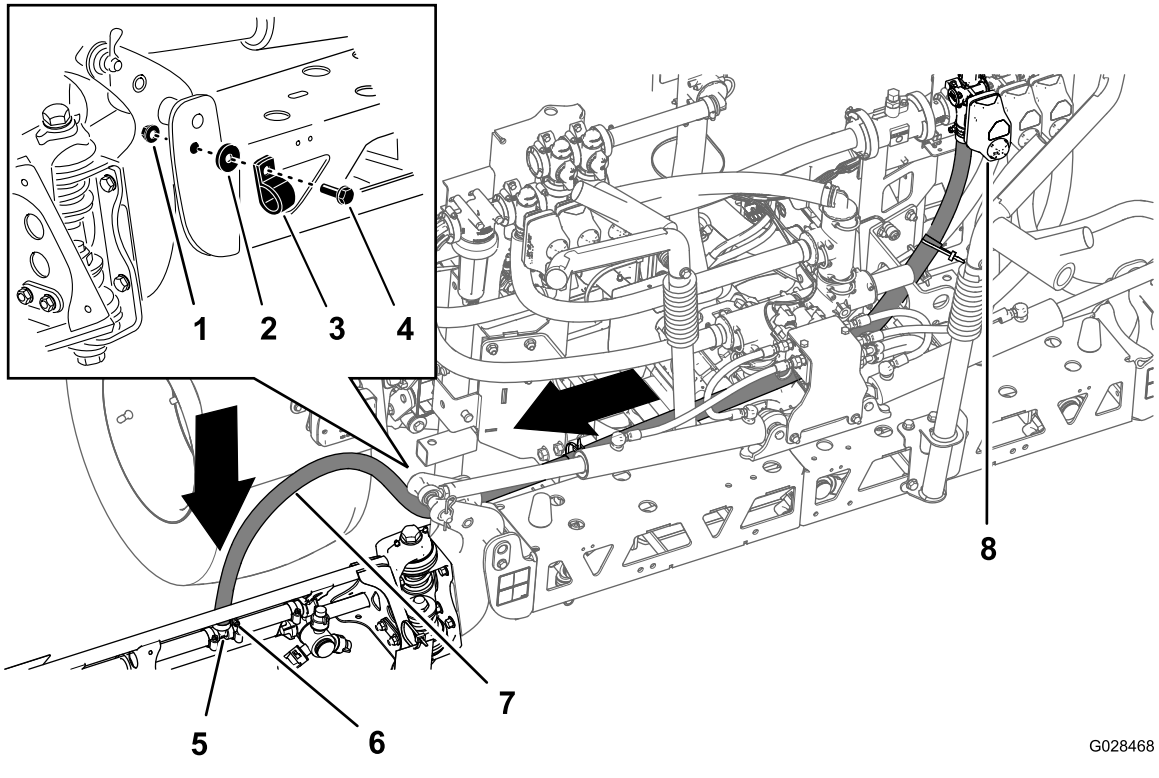
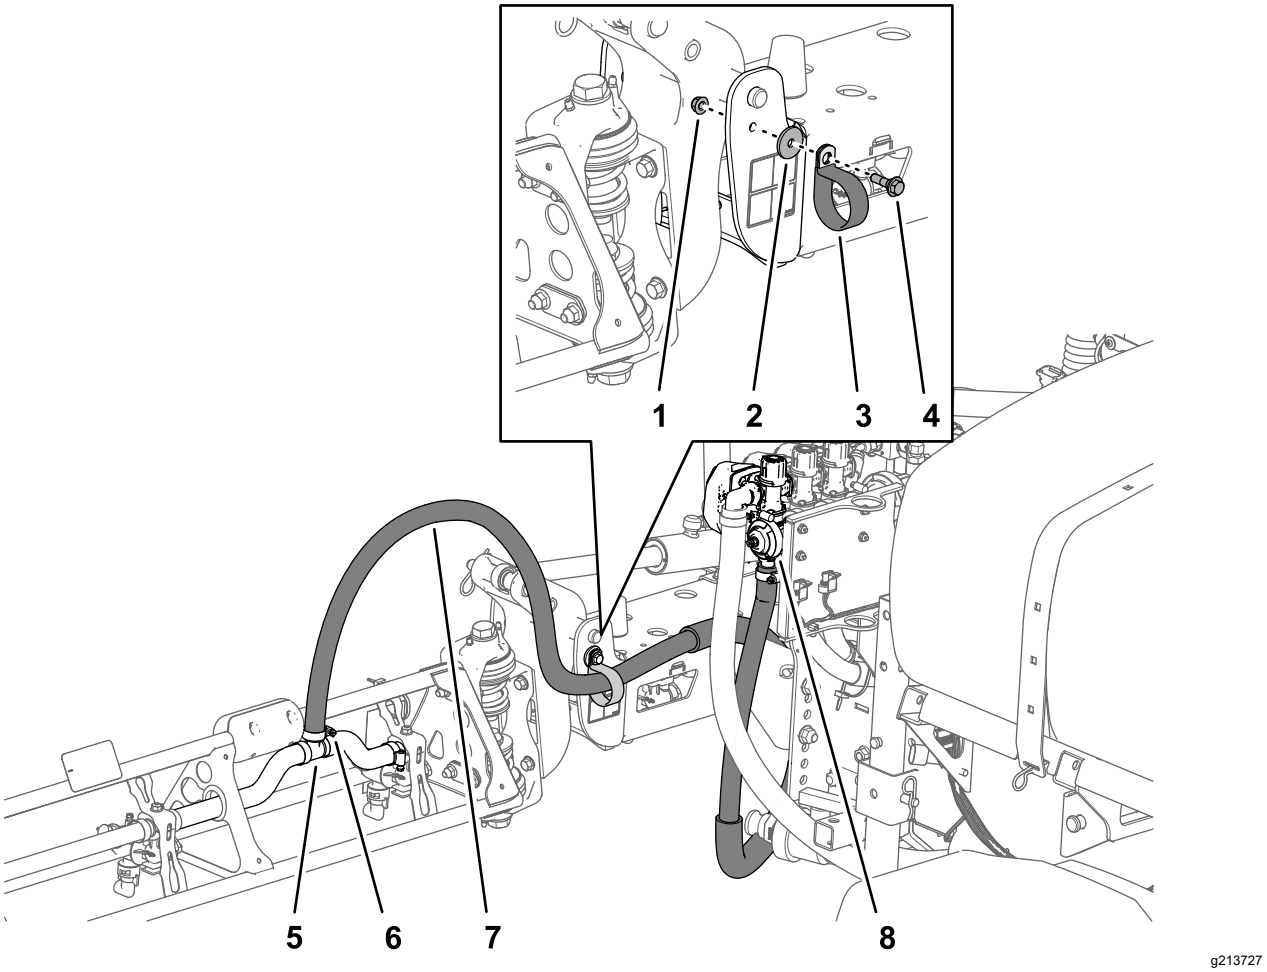

Figure 40
Figure 41
1. Route the boom-section hoses as shown in Figure 40 and Figure 41.
2. Secure the boom hoses to the front side of the center boom section (Figure 40 and Figure 41) with 1 R-clamp, 1 shoulder bolt (5/16 x 1 inch), 1 locknut (5/16 inch), and 1 washer (5/16 inch).
3. Install the boom section hose over the barbed T-fitting at the boom section and secure the hose with a hose clamp (Figure 40 and Figure 41).